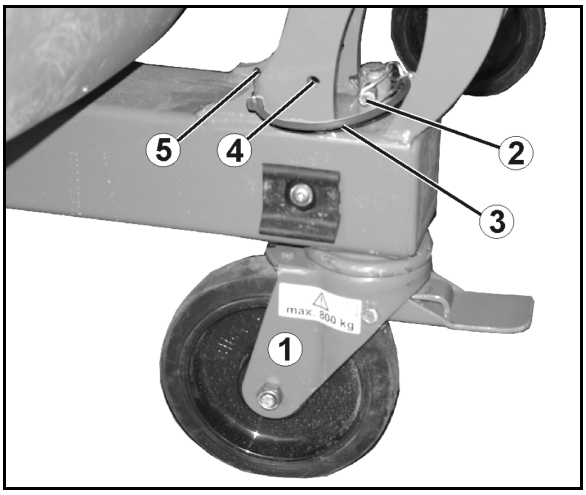

図 53
クイックカップリングシステム (図 53/1) は、
- 三角形の連結用部品にある上側リンクピン (図 53/2) を使用し、ボールスリーブを装備し、リンチピンで固定します。
- 下側リンクピンにボールスリーブを装着し、スペーサスリーブ (図 53/3) をはめて、リンチピンで固定します。